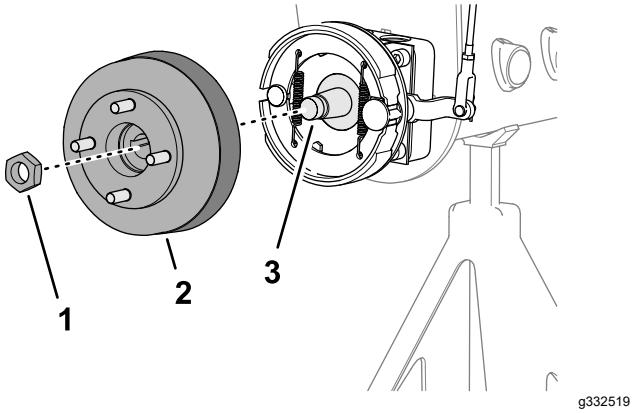
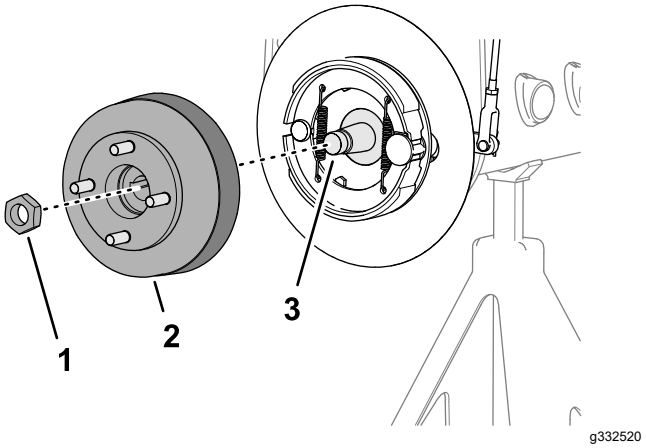

Figur 70
Figur 71
3. Monter hjulnavet og bremsetromlen på hjulmotorakslen (Figur 70 eller Figur 71).
4. Fastgør hjulnavet til akslen med låsemøtrikken (Figur 70 eller Figur 71), og tilspænd den med håndkraft.